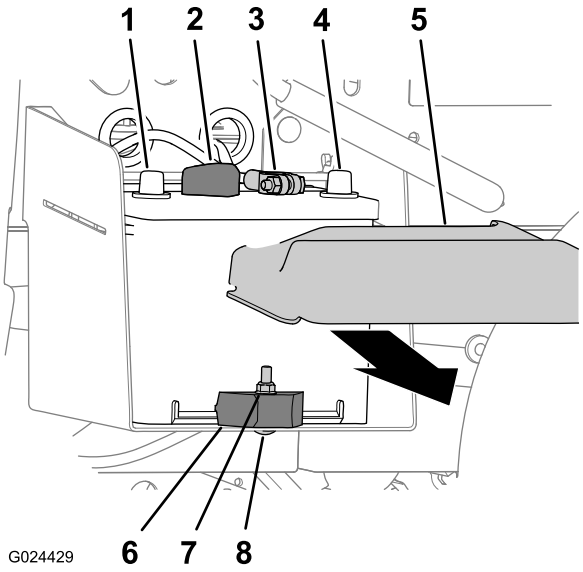

Figur 37
1. Ta bort batterikåpan ovanpå batteriet (Figur 37).
2. Ta bort batteriets pluskabel från batteriuttaget (Figur 37).
3. Ta bort batteriets minuskabel från batteriuttaget (Figur 37).
2. Ta bort låsmuttern, vagnskruven och batteriklämman som fäster batteriet vid batterilådan (Figur 37).
3. Ta ut batteriet ur batterilådan (Figur 37).
1. Rikta in batteriet efter maskinens batterilåda (Figur 37).
Obs: Kontrollera att batteriets plus- och minuspoler har riktats in enligt Figur 37.
2. Fäst batteriet vid batterilådan med batteriklämman, vagnskruven och låsmuttern (Figur 37).
1. Anslut batteriets minuskabel till batteriuttaget (Figur 37).
2. Anslut batteriets pluskabel till batteriuttaget (Figur 37).
3. Montera batterikåpan på batteriet (Figur 37).